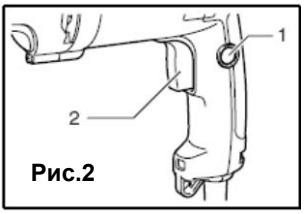

Рис.2
• Для облегчения работы в случае длительного использования выключатель можно заблокировать во включенном положении с помощью кнопки блокировки 1 Рис.2. При блокировке выключателя во включенном положении следует соблюдать осторожность и крепко держать инструмент.